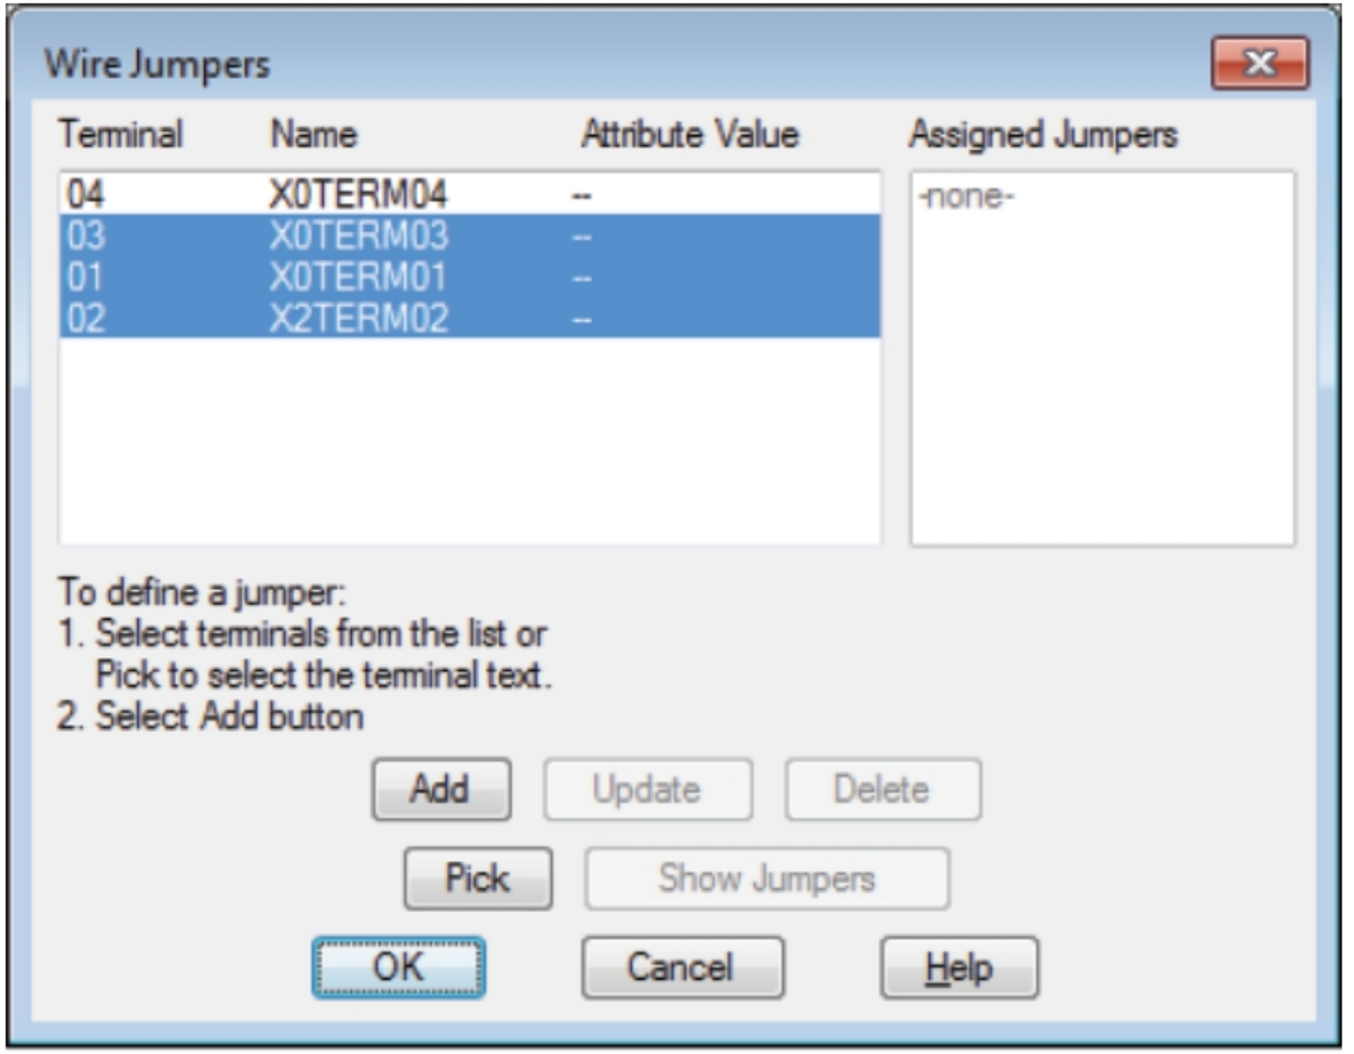

Figure-9. Wire Jumpers dialog box with terminals selected
- Press **ENTER**. The **Wire Jumpers** dialog box will be displayed with the jumpers selected; refer to Figure-9. Note that the **Add** button is active now.